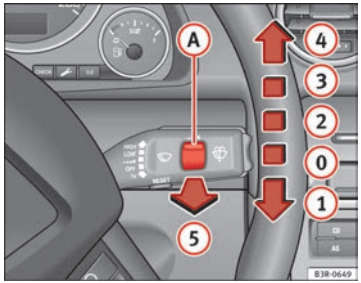

Abb. 99 Scheibenwischerhebel
Der Scheibenwischerhebel ⇒ Abb. 99 hat folgende Stellungen:
Betätigen Sie bei eingeschaltetem Licht die Wisch-/Waschautomatik ⇒ Abb. 99 (5), wobei Sie den Hebel länger als etwa 1 Sekunde angezogen halten.